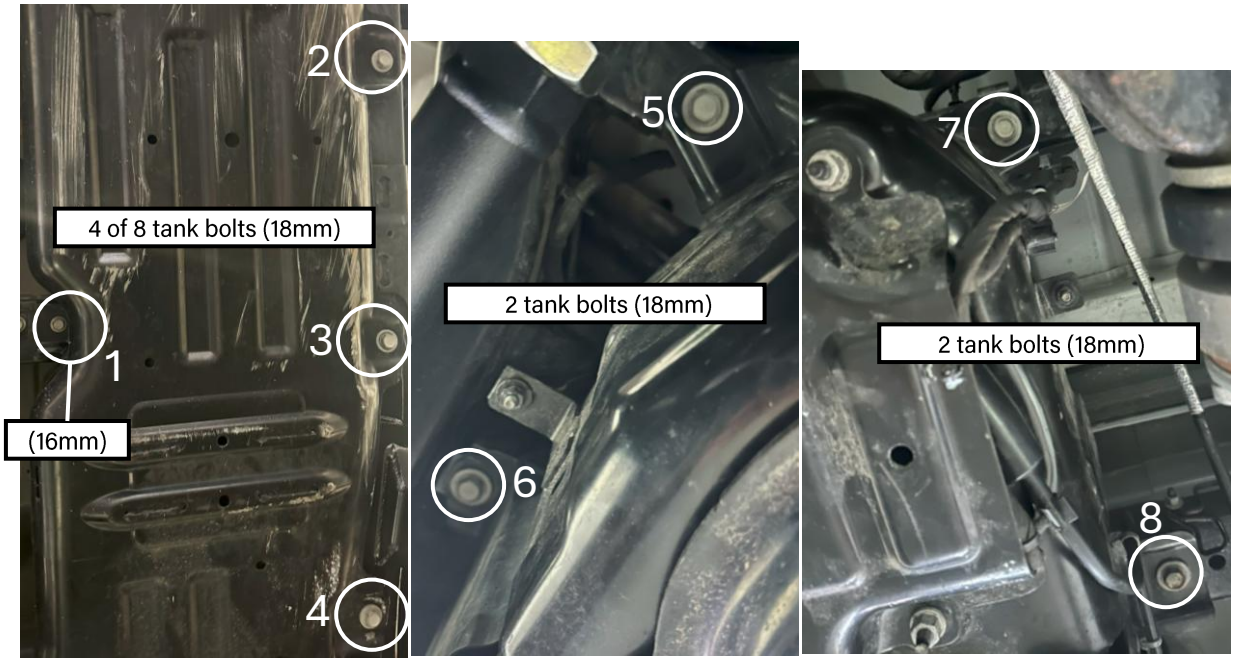

Figure 37: 8 Gas tank bolts
- ❑ Remove the (8) bolts holding the gas tank in place and **slowly lower the tank 3-4 inches using the supporting jack stands**. You'll find 3 bolts on the frame rail, 4 near the rear of the tank, and 1 on the side closest to the carrier bearing (Figure 37)